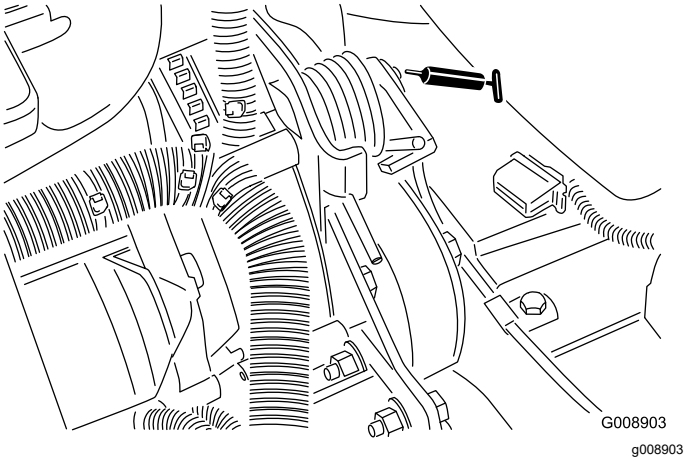

Rysunek 69
- Oś napinacza paska (Rysunek 69)